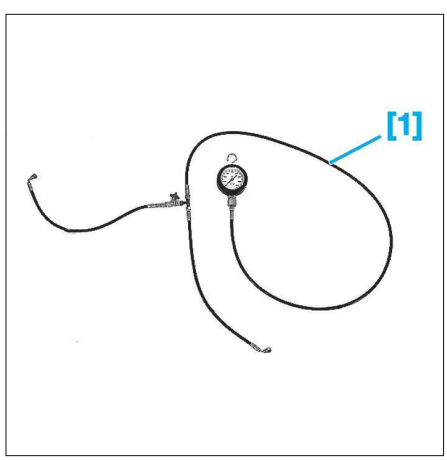

**Fig. 21**
- [1] Manomètre pour contrôle de pression de direction assistée **(Fig.21)**.